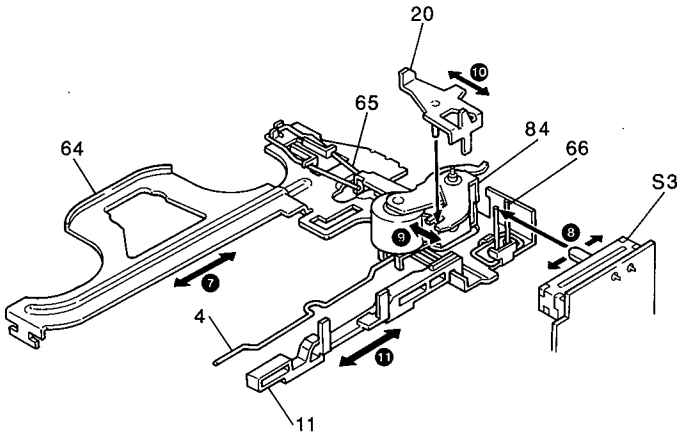

Fig. 8
4. The main plate (64) slides in direction of arrow (❼) in Fig.8 causing the following part movements;
a) Head switch (10) movement is changed per arrow (❽).
b) Force transferred from pinch roller spring (4) changes the relation of pinch roller and capstan to each other, per arrow (❾).
c) Seesaw plate (20) is moved by the main plate and seesaw plate spring (65), and moves seesaw working plate (84). All FF/REW operation is performed by this seesaw plate movement. See arrow (❿).